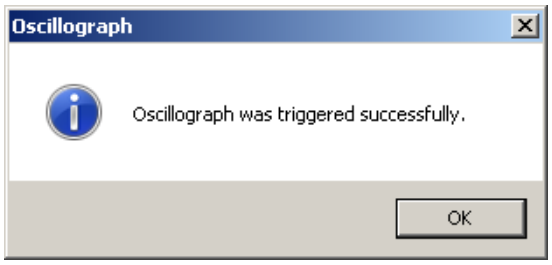

Figure 2-5 Oscillograph Recorder Successfully Triggered Confirmation Dialog Screen
3. Select **Yes**. TapTalk will display an "Oscillograph was triggered successfully" confirmation screen (Figure 2-5).